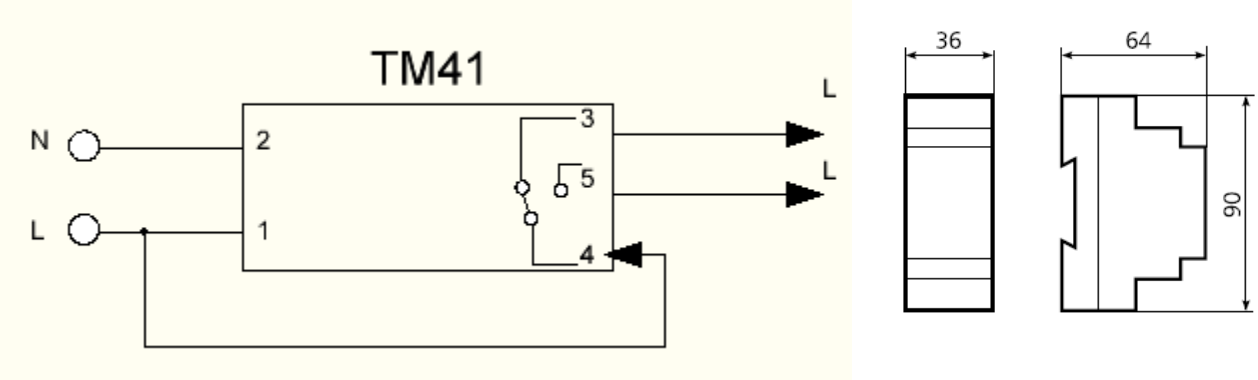

Рисунок 1. Схема подключения и габаритные размеры таймера TM41
Габаритный размер	90х36х64мм (см. Рис.1 п.6)
4.1 При наступлении дня недели и времени, заданных пользователем в памяти реле, происходит автоматическое замыкание или размыкание контактных групп реле (в соответствии с настройкой программы), тем самым происходит коммутация входящей фазы между выходными контактами реле 3 и 5 (см. рисунок 1).
– Подключение реле производить только в соответствии со схемой на Рис.1.